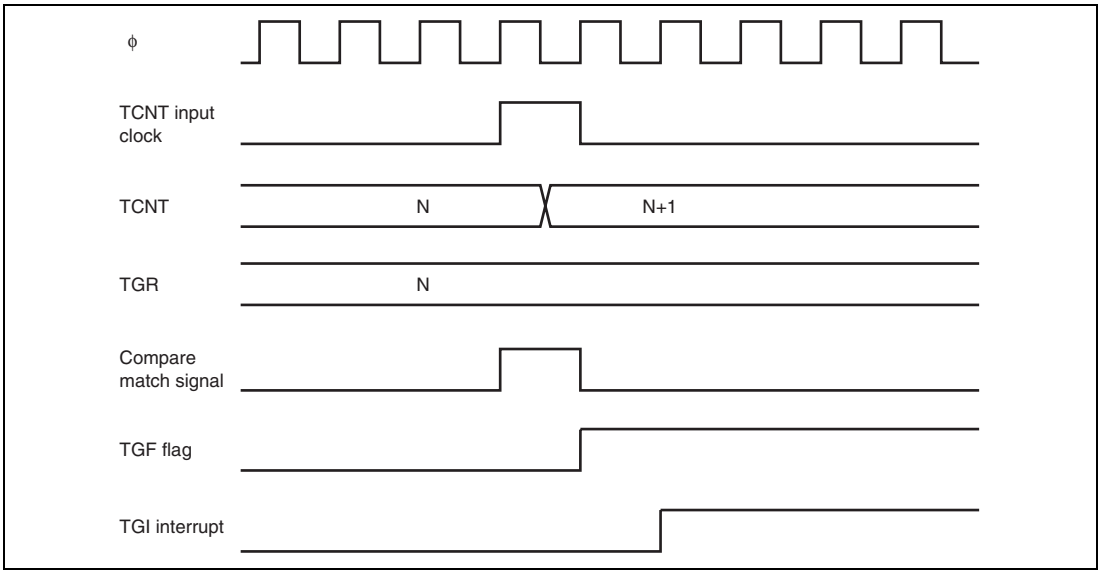

**Figure 10.38 TGI Interrupt Timing (Compare Match)**
**TGF Flag Setting Timing in Case of Compare Match:** Figure 10.38 shows the timing for setting of the TGF flag in TSR on compare match, and TGI interrupt request signal timing.